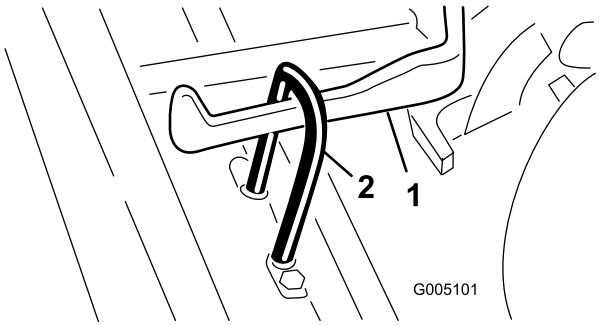

Figur 10
3. Skjut in klippenheten under dragramen medan du hakar fast lyftkroken på lyftarmen (Figur 10).